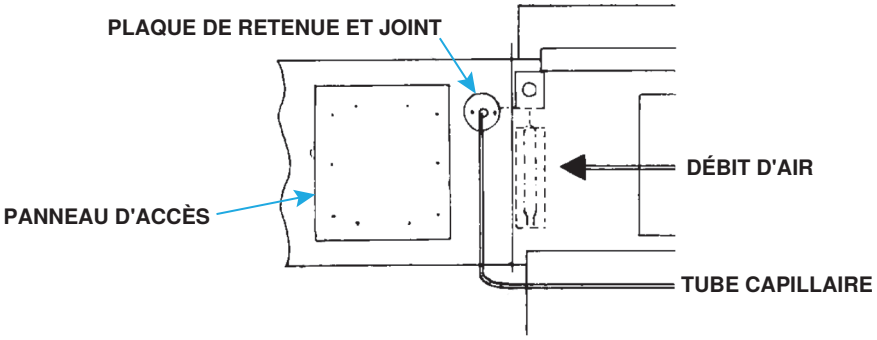

Figure 9. Installation du capteur capillaire
(2) À l'emplacement de conduit sélectionné, marquez et découpez un trou de 1/2 pouce qui sera scellé avec un joint et une plaque de retenue (voir **Figure 9**). Insérez le capteur et le tube capillaire dans le trou.
(3) Retirez le panneau d'accès aux conduits (voir **Figure 9**) et installez le capteur dans le support du capteur de manière à ce qu'il détecte la température de l'air lorsqu'il circule à travers les trous du support.
(4) Placez le support du capteur et l'ensemble de la boîte de jonction à l'intérieur du conduit de manière à ce que le capteur soit protégé du flux d'air direct et fixez la boîte de jonction au conduit à l'aide de quatre vis à tôle #6 fournies sur site.
(5) Faites glisser le joint (fente coupée) et la plaque de retenue du trou sur le tube capillaire. Avec le joint à côté des conduits, installez la plaque de retenue des trous et fixez-la à l'aide des vis à tôle fournies sur place.
(6) Fermez le panneau d'accès des conduits.